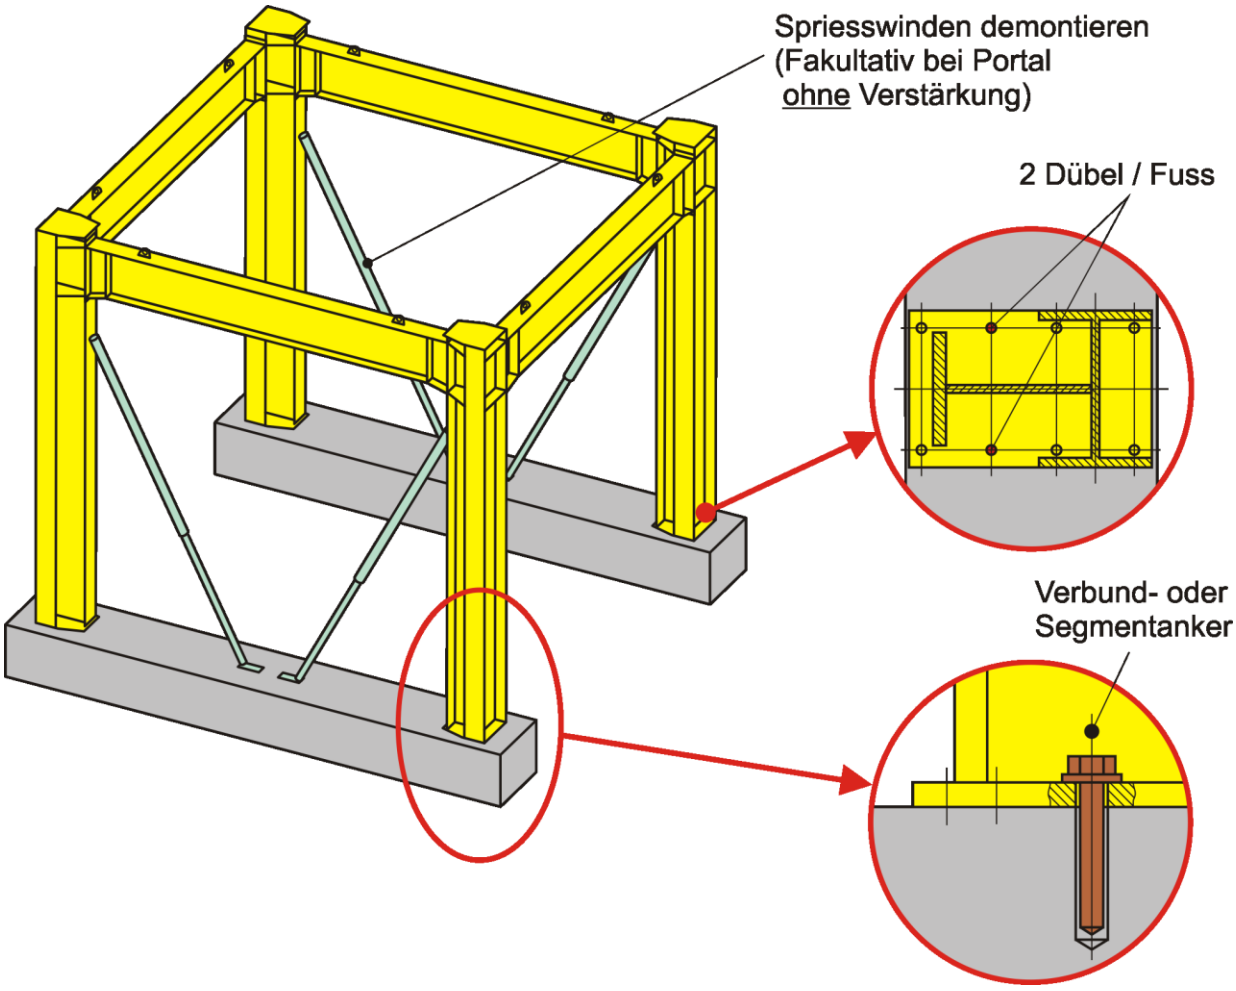
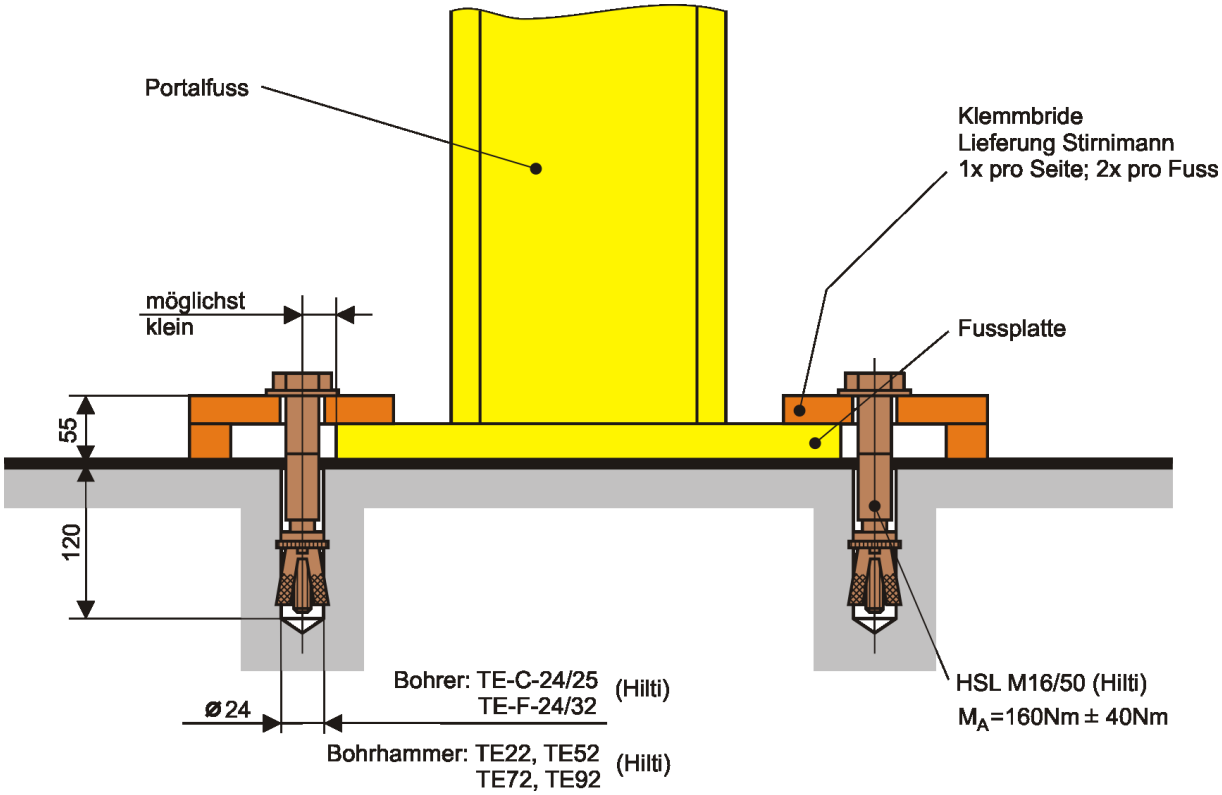
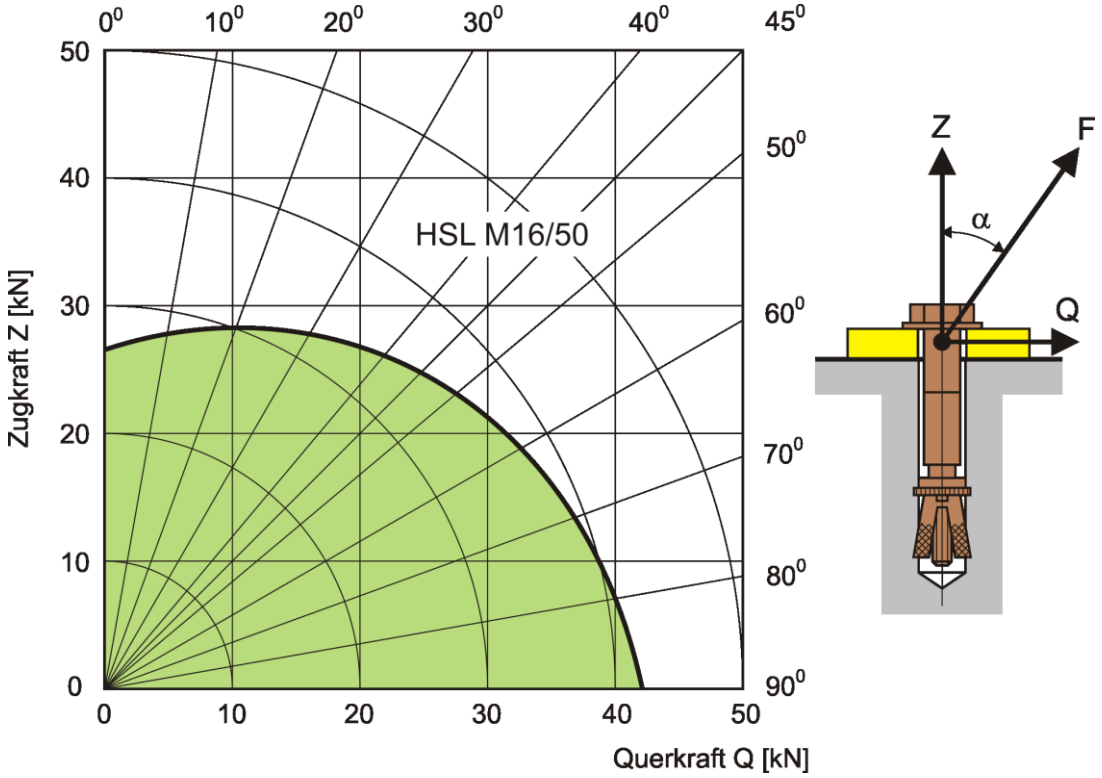

Bild 14: Setzen der Dübel
Bild 15: Befestigung der Portalfüsse mittels Klemmplatten
Bild 16: Zulässige Belastung des Hilti Schwerlastankers HSL (aus [5])
- Eine Schlagbohrmaschine mit hartmetallbesetztem Bohrer für einen Durchmesser von 20mm (für Dübelmontage, siehe Bild 16)
4. Schritt: An den Portalfüssen sind pro Fuss je zwei Dübel zu setzen (Bild 14). Diese müssen so bemessen sein, dass sie die aus dem Kranbetrieb resultierenden Horizontalkräfte aufnehmen können (siehe z. B. [5]). Die Bohrungen in den Portalfüssen lassen eine Dübelbohrung von 20mm Durchmesser zu.
Anstelle der in Bild 14 gezeigten Variante können die Portalfüsse auch mittels Klemmbriden befestigt werden (Bild 15).
Die Befestigung vom Portal mit der Fundamentplatte erfolgt hierbei über angedübelte Klemmbriden (Lieferung Fa. Stirnimann, pro Portalfuss zwei Klemmbriden). Für die an den Klemmbriden vorhandenen Bohrungen von 24mm Durchmesser können z.B. Hilti Schwerlastanker HSL M16/50 verwendet werden (siehe Bild 16). Mit Bild 14 und der Reaktionskrafttabelle ist zu Prüfen, ob die Auslegung der Dübel den Anforderungen genügt, die Belastung muss innerhalb des grün unterlegten Bereiches in Bild 16 liegen.
Zu beachten ist insbesondere der Zugang zum einzusetzenden Turmdrehkran: Der Aufstieg auf das Portal und der Einstieg in den Turm müssen wegen der Zugänglichkeit auf der gleichen Seite liegen (siehe Bild 16).